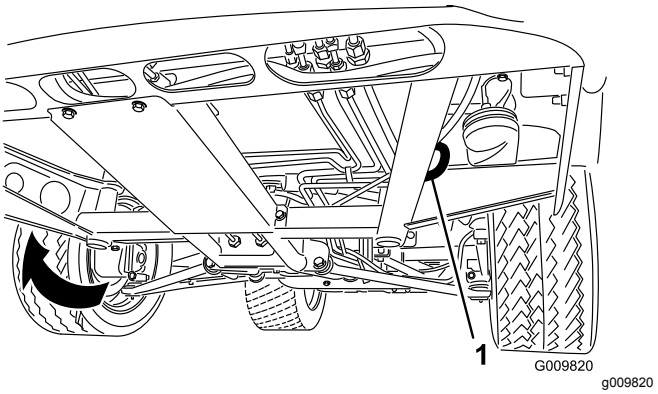
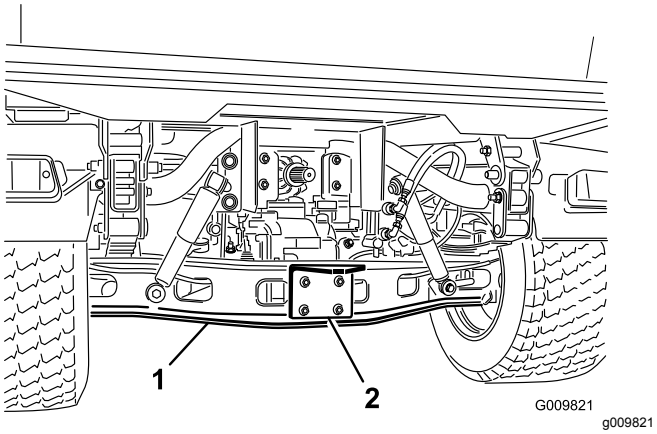

Figur 26
Figur 27
Se Figur 26 og Figur 27 for bindepunkternes placering på maskinen.
1. Sæt et bugsertov fast på anhængertrækstangen foran på maskinens stel (Figur 26).